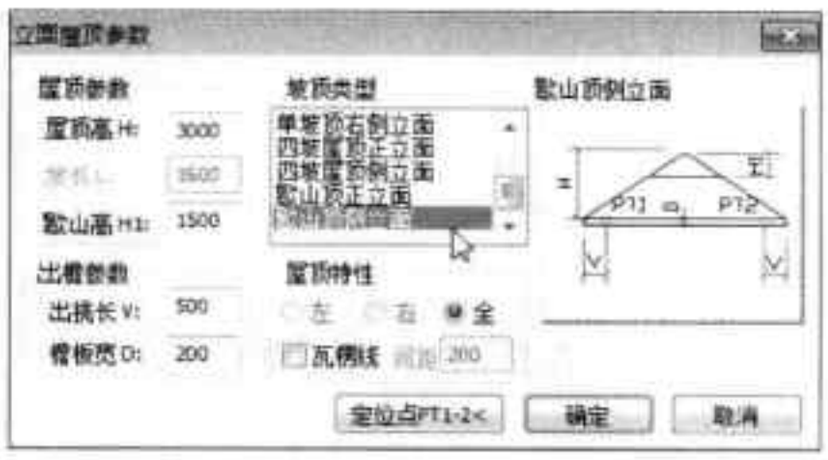

图18-107 设置立面屋顶参数
Step38 执行“立面 > 立面屋顶”命令，打开“立面屋顶参数”对话框，选择好屋顶种类，并设置好相应参数，如图 18-107 所示。